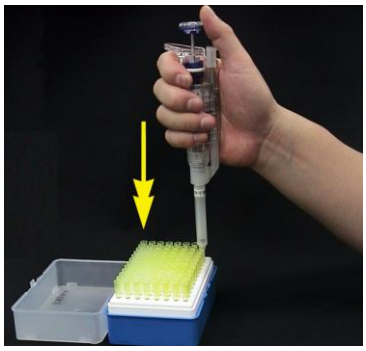

図４．チップの装着
④チップラックに入ったチップにマイクロピペッターを差し込み、軽くトントンと叩くようにして装着する（図４）。